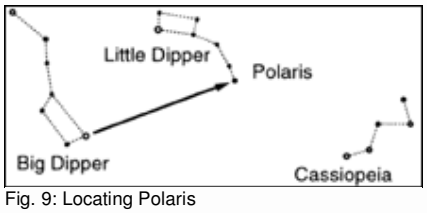

Fig. 9: Locating Polaris
5. Note the dotted line and arrow extending from the telescope tube in Fig. 8. This line defines the telescope's polar axis. Lift the entire telescope, including tripod, and place the telescope on a tabletop so that this axis is pointed due North. For example, if you know the location of Polaris, the North Star, then point the telescope directly at Polaris. (Fig. 9)
The Dec setting circle has been factory set to read the correct Declination of sky objects, but this setting should be re-checked the first time the setting circles are used. With the telescope polar aligned, point the telescope as shown in Fig. 8 and center the North Star, Polaris (Fig. 9), in the telescopic field. Polaris has a Declination of 89.2°. With Polaris centered in the field of view, both Dec setting circles should therefore read 89.2°, using the small indicator arrow (5, Fig. 7) located immediately under each Declination circle. The Dec setting circles can be moved by slightly unthreading their cover plates, adjusting the circle positions, and then retightening the cover plates.